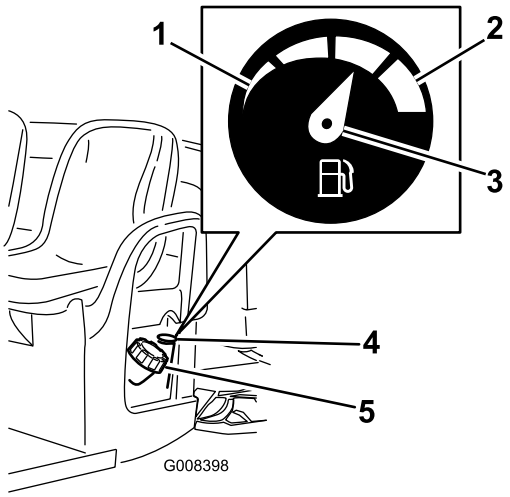

**Figur 12**
2. Rengör området runt tanklocket (Figur 12).